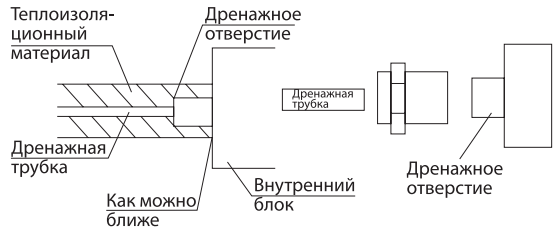

Рисунок 18 - Подсоединение дренажной трубки к внутреннему блоку
• Дренажный трубопровод должен быть надлежащим образом изолирован, чтобы предотвратить образование конденсата. Толщина теплоизоляционного материала должна быть не менее 9 мм (см. рис. 18).